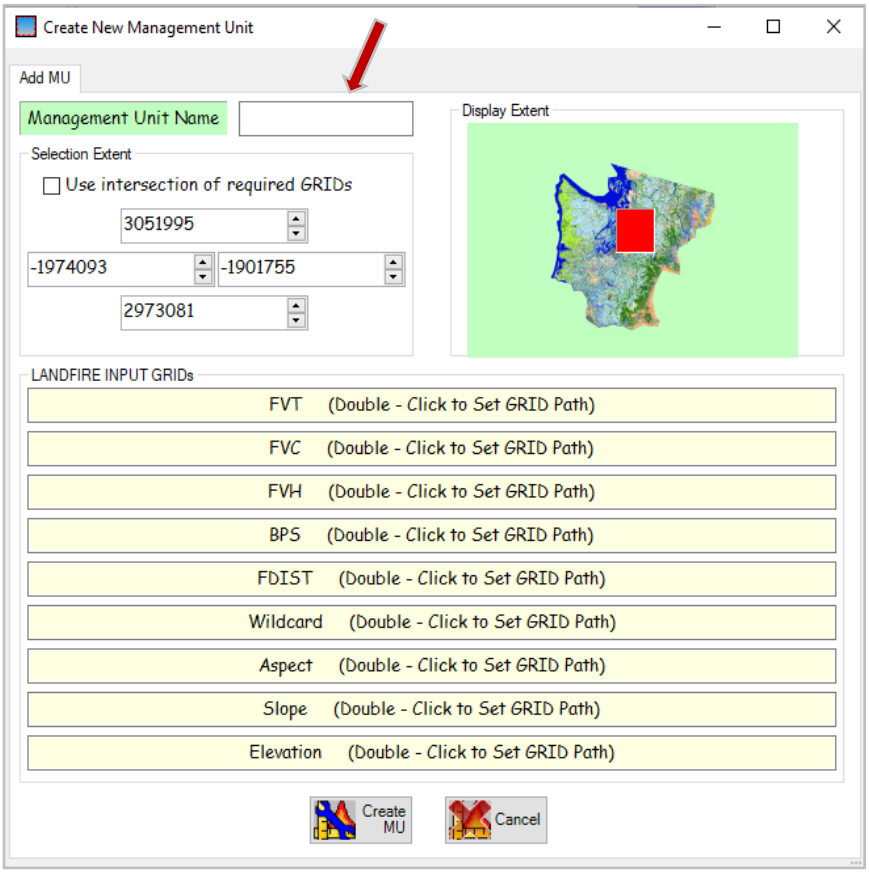

Figure 6-6. *Select the Management Unit Name (**ADD MU** screen visible).*
The **Add Management Unit** dialog box opens as shown (Figure 6-6).
- To use the drawing rectangle, drag your cursor to draw an extent rectangle in the "Display Extent" window of the dialog box (Figure 6-6).
- With the **Add MU** tab selected, type a **Management Unit Name** in the box provided (Figure 6-6).
- When you have completed filling out the **Add Management Unit** dialog box, click the **Create MU** button at the bottom of the **Add MU** page (Figure 6-6).